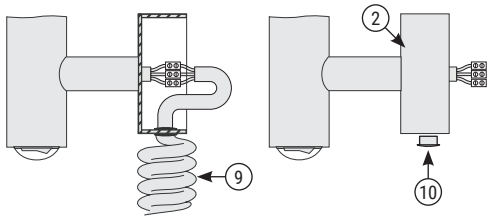

Рис.2
4.2.2. При подключении через скрытую проводку необходимо отсоединить витой кабель от клеммной колодки (рис. 2 «9»).
4.2.3. Установить круглую заглушку на нижней стороне коробки скрытого подключения вместо заглушки с отверстием (рис. 2 «10»).